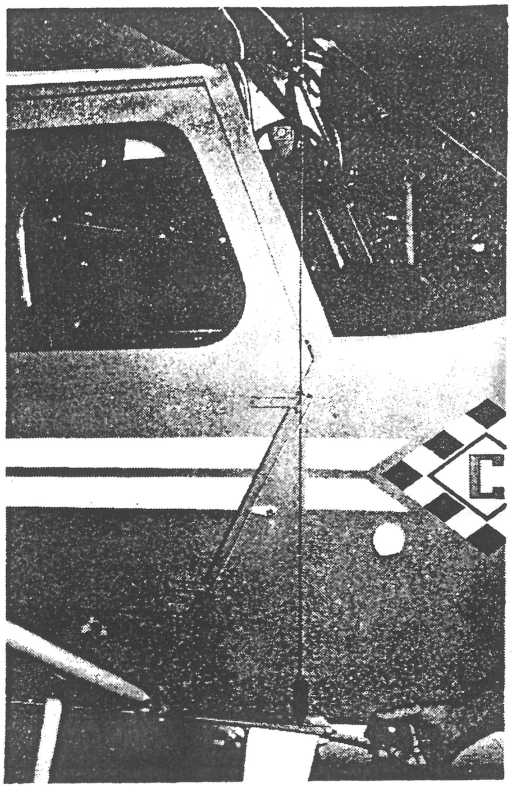

FIGURE 2-2.
2-5. LEVELING (See Figure 2-2)
a. To longitudinally level the aircraft, raise the tail to an approximately level position. Place a suitable support under the tail wheel to hold the aircraft in that position. (If a tail support jig is not available, a 55 gallon drum is suitable.) With the aircraft in this position, drop a plumb line over the leading edge of the wing, just outboard of the wing root gap cover. Adjust the height of the tail so that the plumb line is 10.18 in. forward of front face of fuselage-strut attach fitting. At this point, the aircraft is longitudinally level. (See Figure 2-2)